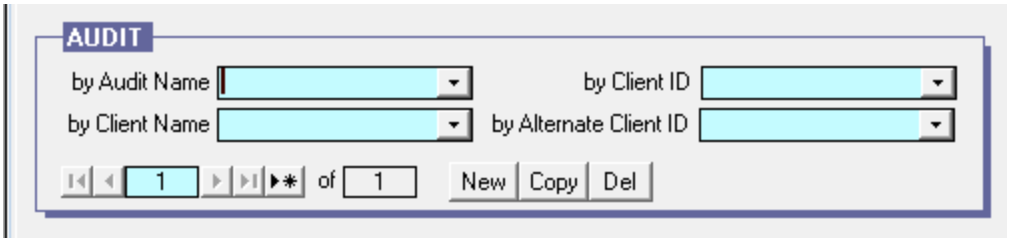

Figure 5.1. The Audit record navigation block found on the Audit Information form under the Main Menu's "NEAT Audit" and "MHEA Audit" buttons.
The term "record" refers to the information contained on a specific form. The terms "record" and "form" are often used interchangeably, although you should keep the somewhat subtle difference in definitions in mind. To navigate to a record you are interested in on a given form, you can use the controls in the record navigation block located in the lower left corner of the form. The type of record you can find using the record navigation block is indicated in the upper left border of the block. For example, in Figure 5.1, audit records can be found using the Audit record navigation block that is located on the Audit Information form under the Main Menu's "NEAT" and "MHEA" buttons. There are three types of controls on record navigation blocks you can use:
- **Drop-down Lists** − The drop-down lists included in most of the record navigation blocks include listings of all available records arranged in alphanumeric order "by" various identifying fields. For example, in Figure 5.1, you can find a specific audit record by searching by the audit name, client name, client ID, or alternate client ID. Clicking your mouse on any item listed in one of the drop-down lists will position you to that record (i.e., will display that audit's records on the form).